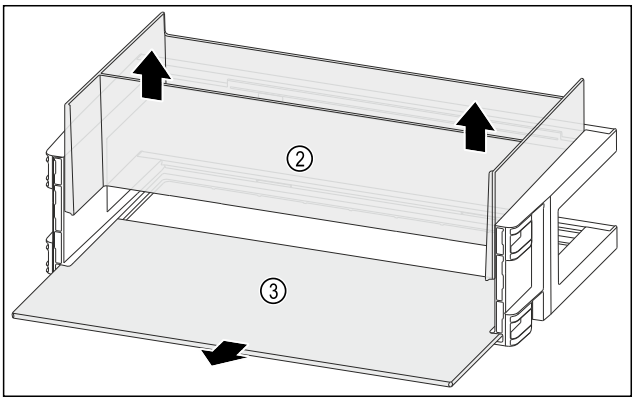

*Fig. 141*
- ▶ Retire el organizador *Fig. 141 (2)* hacia arriba.
- ▶ Retire el estante *Fig. 141 (3)*.